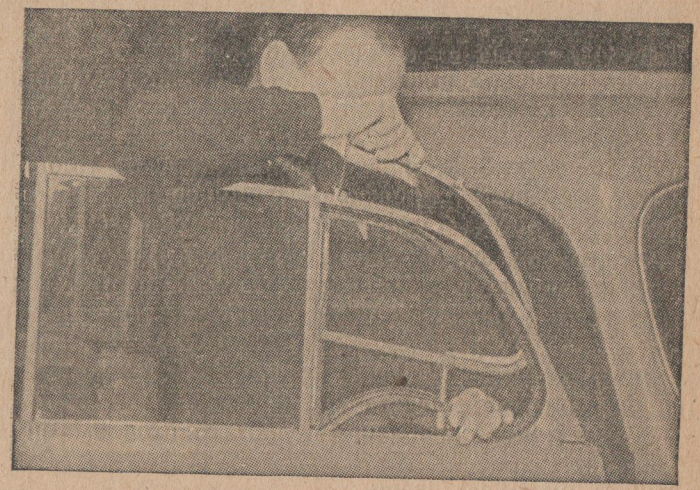

Рис. 121. Снятие поворотного стекла передней двери.
3) снять рамку поворотного стекла, выдвигая ее вверх, пока нижняя ось не выйдет из своего гнезда (рис. 121).